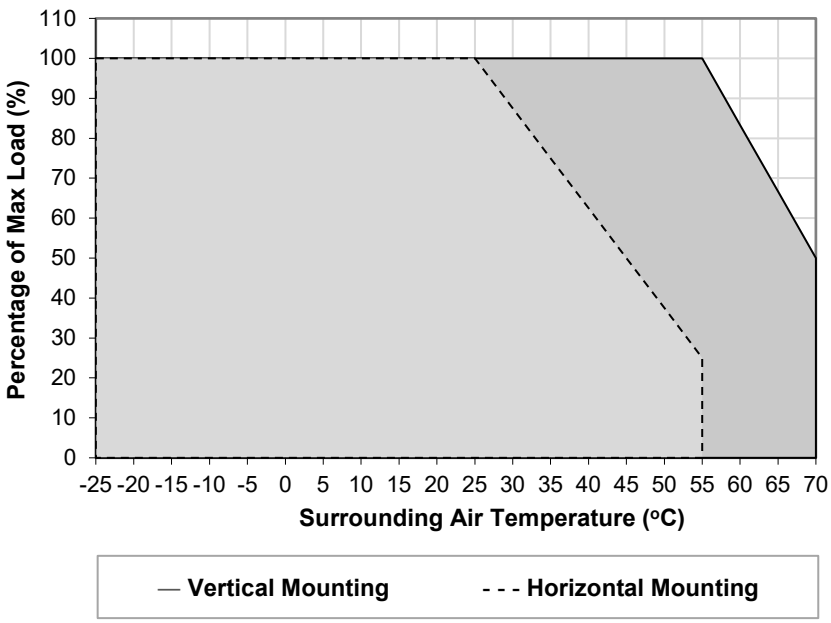

Fig. 1 **De-rating for Vertical Mounting Orientation**
1. Power supply components may degrade, or be damaged, when the power supply is continuously used outside the shaded region, refer to the graph shown in Fig. 1.